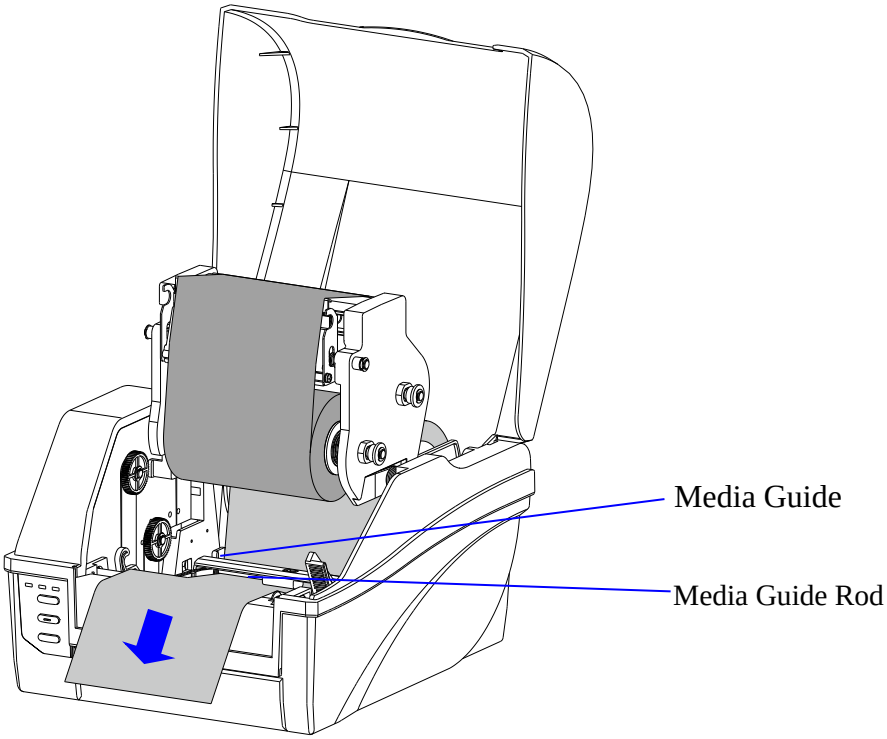

Figure 2-15 Thread the Media
4. Thread the media under the Media Guide Rod and Transmissive Media Sensor, as shown in Figure 2-15.